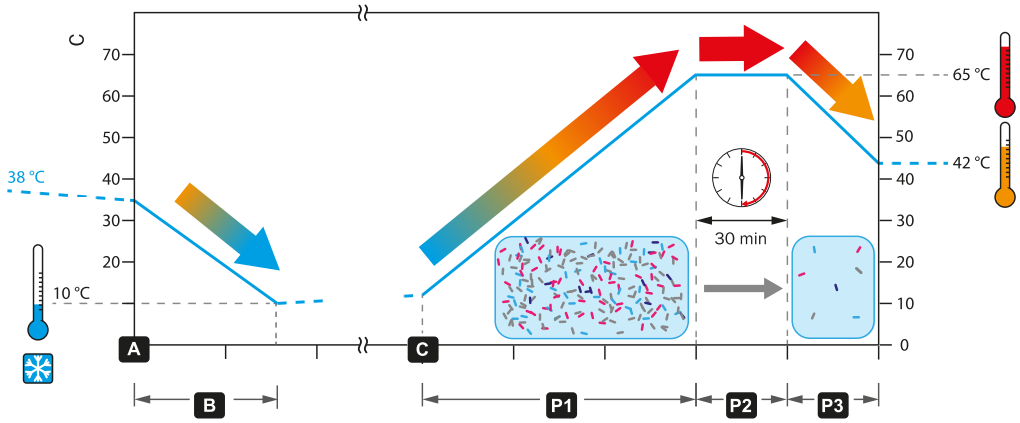

Bild 21: Pasteurisiervorgang
Es besteht die Möglichkeit, die Milch direkt nach dem Melken in das MilkShuttle zu füllen (A), die Milch auf 10 °C (50 °F) herunterzukühlen (B) und zu lagern, um dann mithilfe einer vorprogrammierten Startzeit (C) für die nächste Fütterung automatisiert zu pasteurisieren. (Siehe „Bild 21: Pasteurisiervorgang“.)